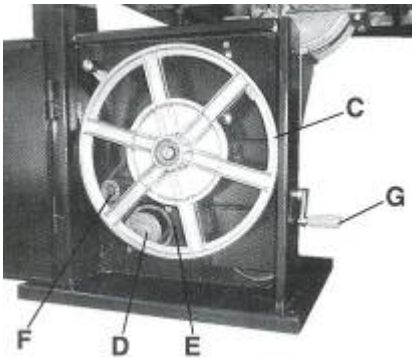

Рисунок 9.
Натяжение ремней на шкивах привода пилы осуществляется с помощью рукоятки (**G** рис. 9.) расположенной на нижнем кожухе ведущего колеса ленточной пилы с лицевой стороны станка. Для натяжения ремней рукоятку надо вращать против часовой стрелки, для ослабления ремней по часовой стрелке, перемещая натяжной шкив (**F** рис. 9.) приводного ремня.
– Вращая ручку (**G** рис. 9.) натяжения ремня по часовой стрелке, ослабьте натяжение приводного ремня.